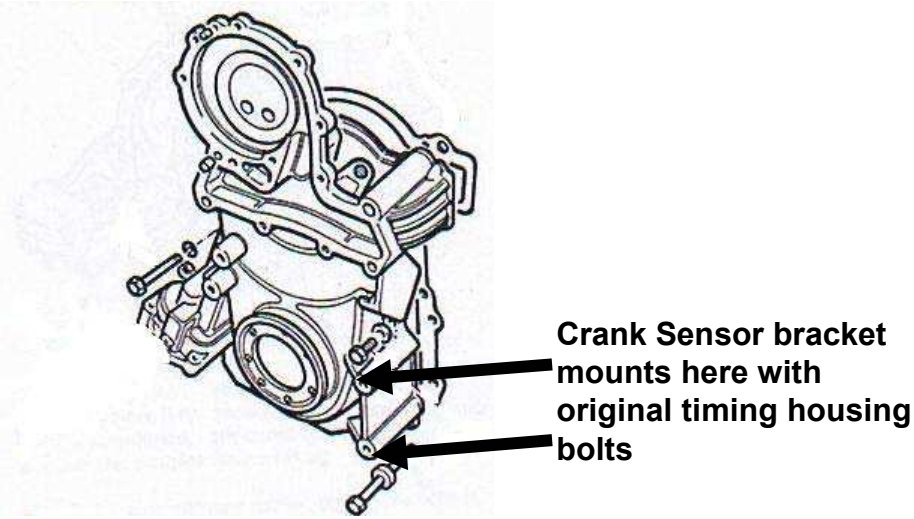

Fig. 2: CRANK SENSOR BRACKET LOCATION
4. Loosely fit crank sensor bracket & sensor on front timing housing bolts. See fig. 2.
9. Loosely fit crank sensor bracket & sensor on front timing housing bolts. See fig. 2.